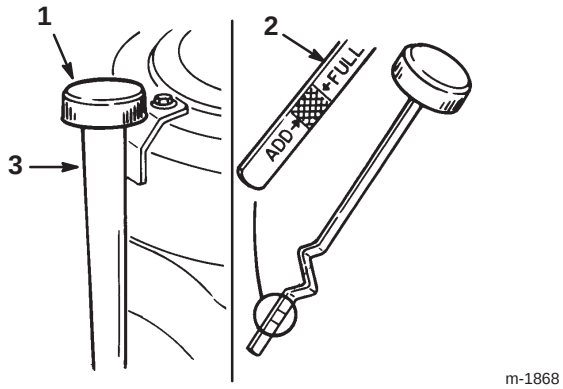

Figure 17
8. Nettoyez la surface autour de la jauge d’huile (Fig. 17) pour éviter que des impuretés ne s’introduisent dans le goulot de remplissage, ce qui risquerait d’endommager le moteur.
9. Dévissez la jauge d’huile et essuyez soigneusement l’extrémité métallique (Fig. 17).
10. Revissez la jauge complètement dans le goulot de remplissage (Fig. 17). Dévissez de nouveau la jauge et examinez l’extrémité métallique. Si le niveau est bas, versez lentement une quantité d’huile suffisante dans le goulot de remplissage pour amener le niveau au repère du plein (Full) sur la jauge.
13. Versez lentement environ 80% de la quantité d'huile spécifiée dans le goulot de remplissage (Fig. 17). Contrôlez le niveau d'huile (voir les points 4 et 5 de la rubrique Contrôle du niveau d'huile, page 22).